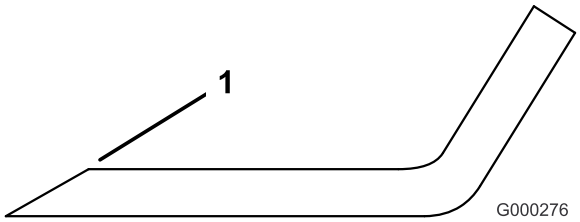

Figura 56
1. Utilize uma lima para afiar a extremidade de corte em ambas as extremidades da lâmina (Figura 56). Mantenha o ângulo original. A lâmina mantém o seu equilíbrio, se for retirada a mesma quantidade de material de ambas as extremidades de corte.